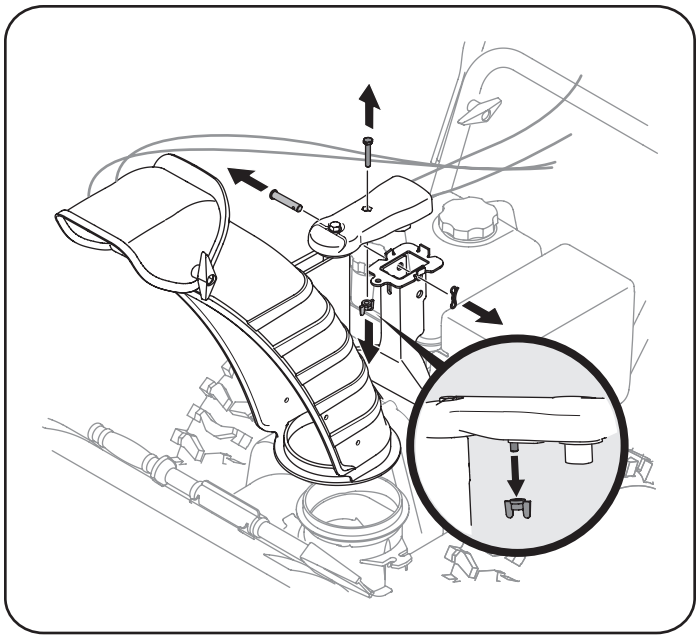

Figura 2
2. Retire la tuerca de mariposa y el tornillo hexagonal del montaje de control del canal, y el pasador de horquilla y el pasador de chaveta de la ménsula de soporte del canal. Vea la figura 2. Sitúe el montaje del canal (mirando hacia delante) sobre la base del mismo.